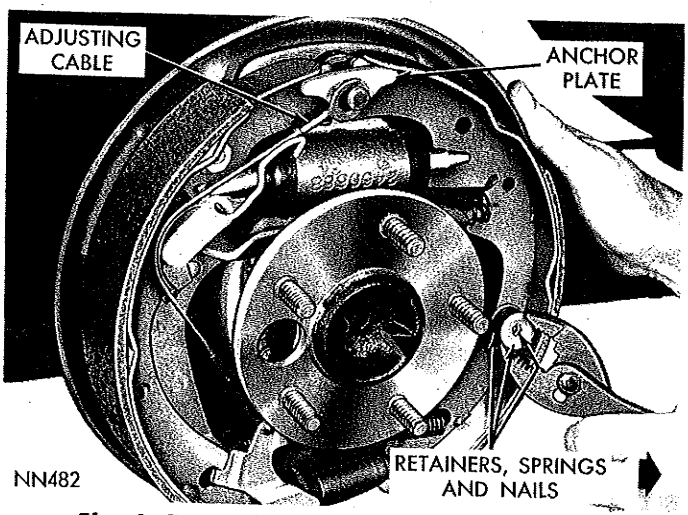

*Fig. 6—Removing or Installing Brake Shoe Retainers, Springs and Nails (Right Rear)*
(3) Remove brake shoe retainers, springs and nails, refer to (Fig. 6).
(4) Slide eye of automatic adjuster cable off anchor and then unhook from lever. Remove cable, cable guide and anchor plate.
(5) Disconnect lever spring from lever and disengage from shoe web. Remove spring and lever.